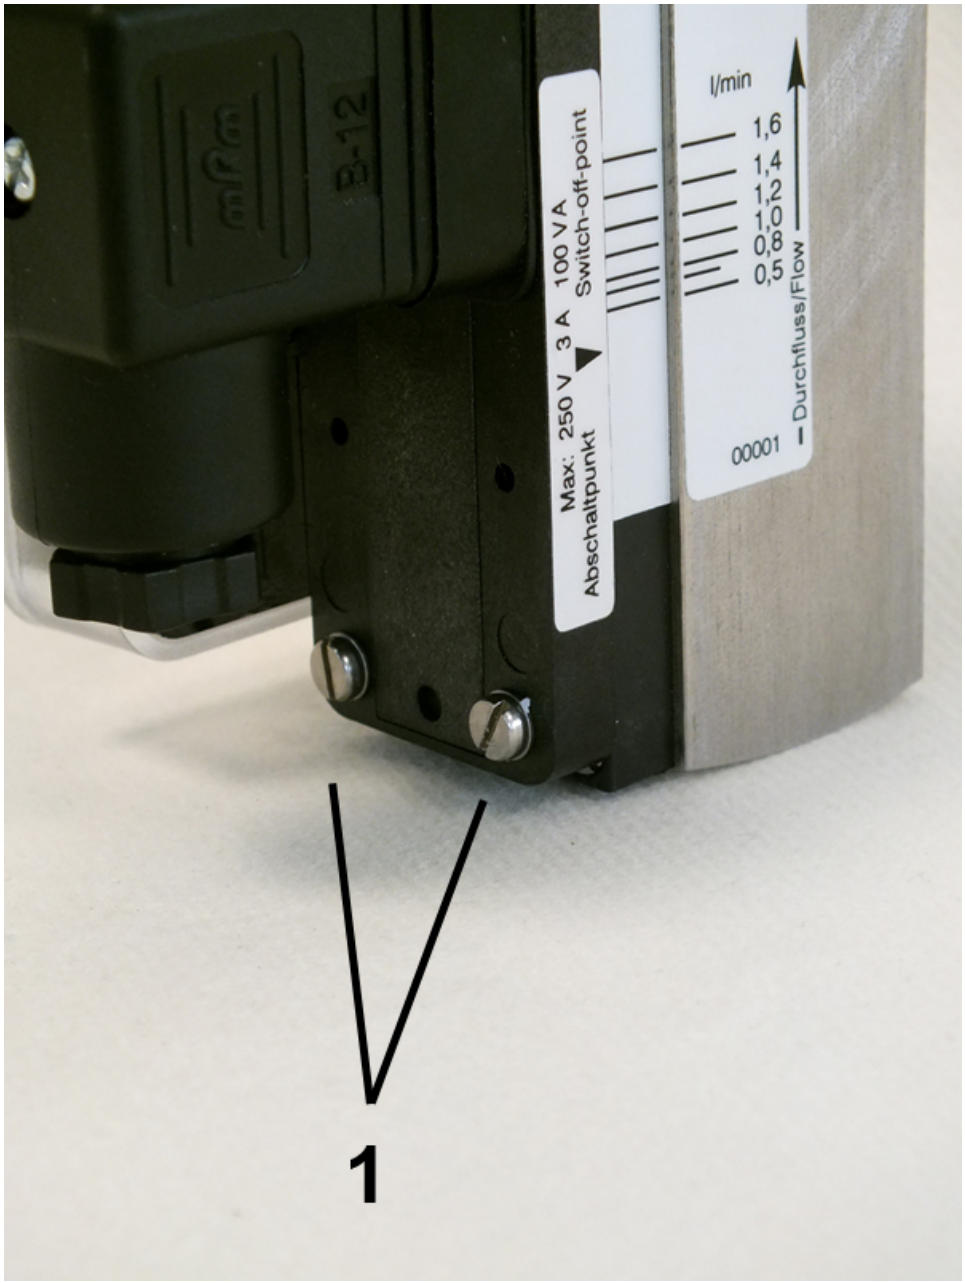

Abb. 38: Feststellschrauben lösen
1. Die Feststellschrauben des Schaltkontaktes (*Abb. 38*/1) mit einem Schlitzschraubendreher lösen.
3. Feststellschrauben des Schaltkontaktes (*Abb. 38*/1) mit einem Schlitzschraubendreher wieder anziehen. Dabei Schrauben-Anziehdrehmoment beachten.